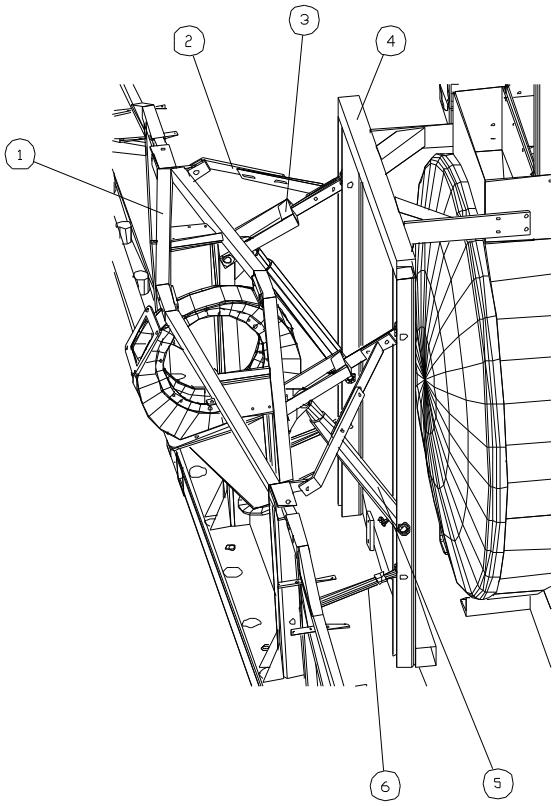

Figur 4.1.a
Slæbeslangebommen består af (se side 8 figur 4.1.a):
1. Ophænget (4) monteres, så den har samme hældning som tanken (se side 4.1.3 figur 4.1.b). Den nederste del af ophænget fastgøres i bærevangerne, og den øverste del af ophænget fastgøres i tanken. Afstanden fra jord til ophængets nederste akselhul (akselhul for nederste styrearm), skal for bomme med 90 cm slanger være på 1350 mm (Slangelængde + 500mm).